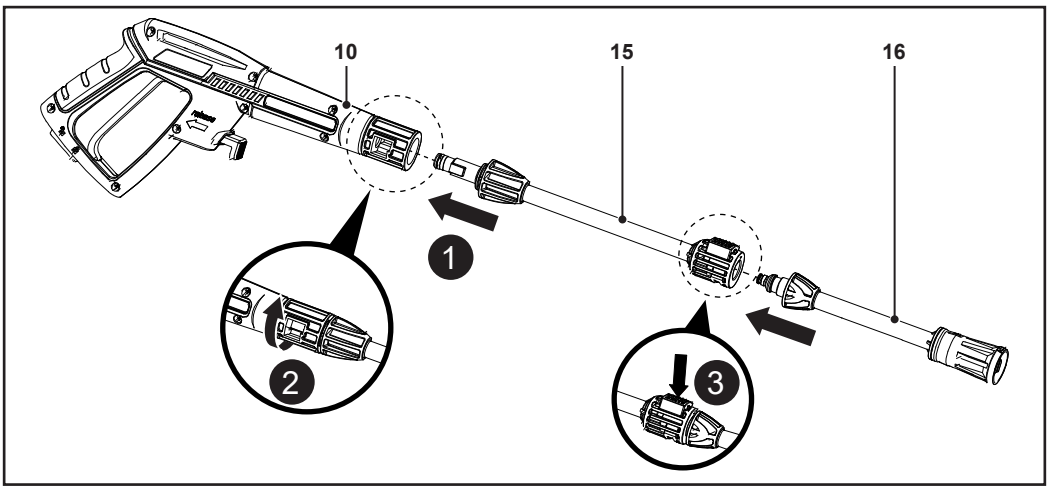

Fig. 4
1. Inserte la lanza (15), la boquilla ajustable (16), la boquilla giratoria (17) o el accesorio para detergente (20) en la pistola (10) (Fig. 4, paso 1). Los salientes de la lanza, la boquilla ajustable, la boquilla giratoria o el accesorio para detergente deben encajar en las muescas de la pistola.
2. Al tiempo que presiona la lanza (15), la boquilla ajustable (16), la boquilla giratoria (17) o el accesorio para detergente (20) para insertarlos firmemente en la pistola (10), gire la lanza, la boquilla ajustable, la boquilla giratoria o el accesorio para detergente hacia la derecha para bloquearlos de forma segura en su posición (Fig. 4, paso 2).
3. Inserte la boquilla ajustable (16), la boquilla giratoria (17) o el accesorio para detergente (20) en la lanza (15) (Fig. 4, paso 3). La boquilla ajustable, la boquilla giratoria o el accesorio para detergente hacen un ruido cuando encajan en su sitio.